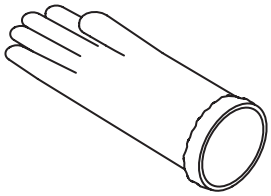

図3
③図3のように、グローブの装着が出来ましたら、本体の穴へ取り付けます。